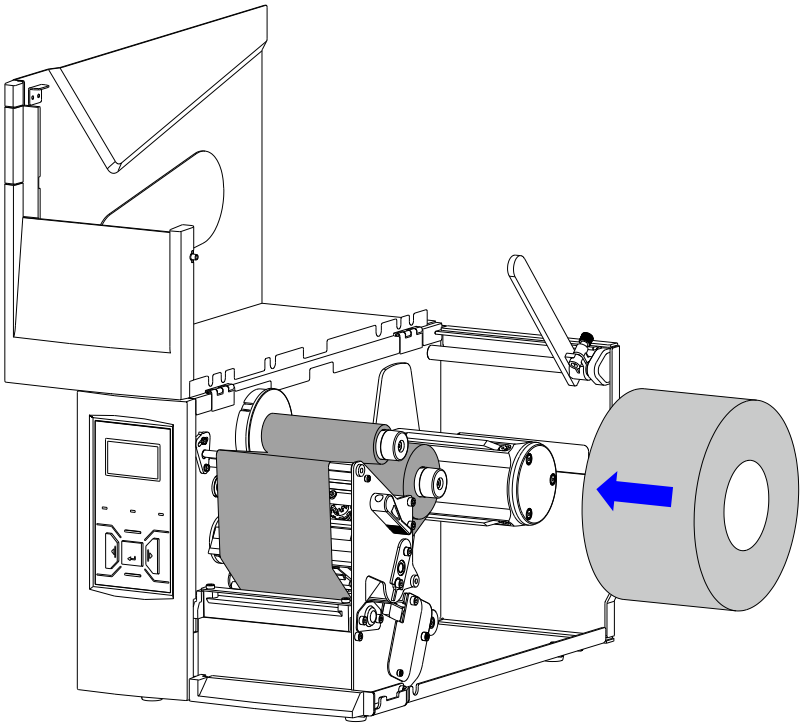

Figure 2-16 Roll Media Loading
3. Load a media roll onto the Media Spindle, make sure that the media roll is firmly pushed against the Stop Plate. As shown in Figure 2-16.